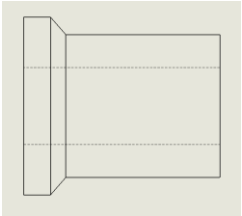

Figure 3
b. Modify Outer Spacers by machining or drilling outer spacers to match large (¾") bore as shown. Ensure spacers slide freely over full length of pivot shaft. See Figures 3 and 4